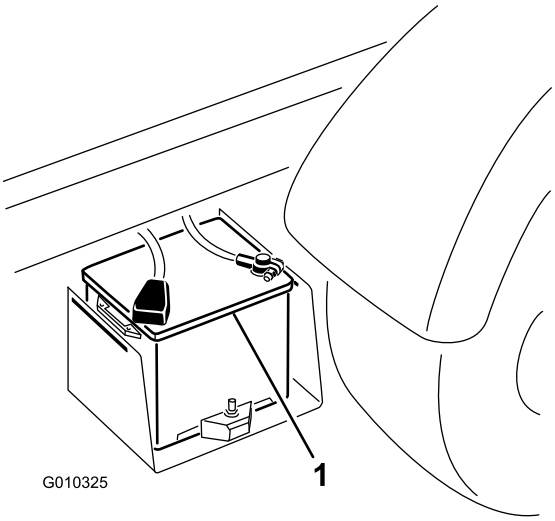

Figur 49
2. Forbind et startkabel mellem pluspolerne på de to batterier (Figur 49). Pluspolen kan identificeres med et +-tegn oven på batteridækslet.